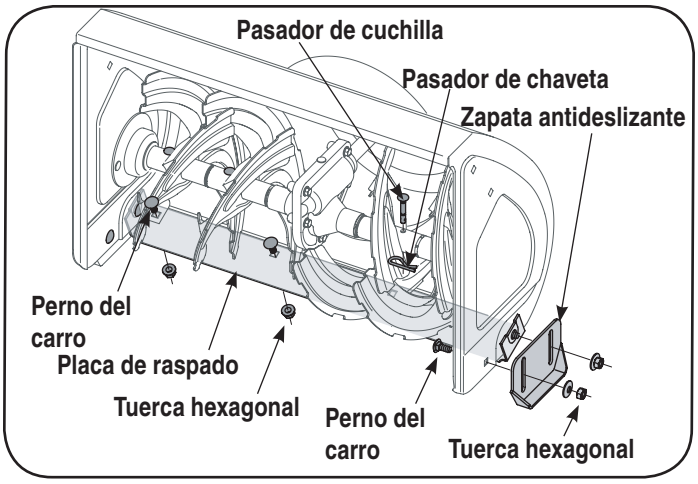

Figura 10
1. Para cambiarlas, quite los pernos de carro y las tuercas hexagonales que aseguran cada zapata antideslizante a la caja de la máquina quitanieve. Vea la figura 10.
3. **Para retirar la placa de raspado**: retire ambas zapatas antideslizantes y los elementos de ferretería, incluyendo los pernos del carro y las tuercas hexagonales que unen la placa de raspado a la caja de la máquina quitanieve. Por la ubicación de la placa de raspado, consulte la figura 10.
Las barrenas están ajustadas al eje espiral con cuatro pasadores de cuchilla y pasadores de chaveta. Si golpea un objeto extraño o una barra de hielo, la máquina quitanieve está diseñada de manera que los pasadores se cortan. Consulte la figura 10.